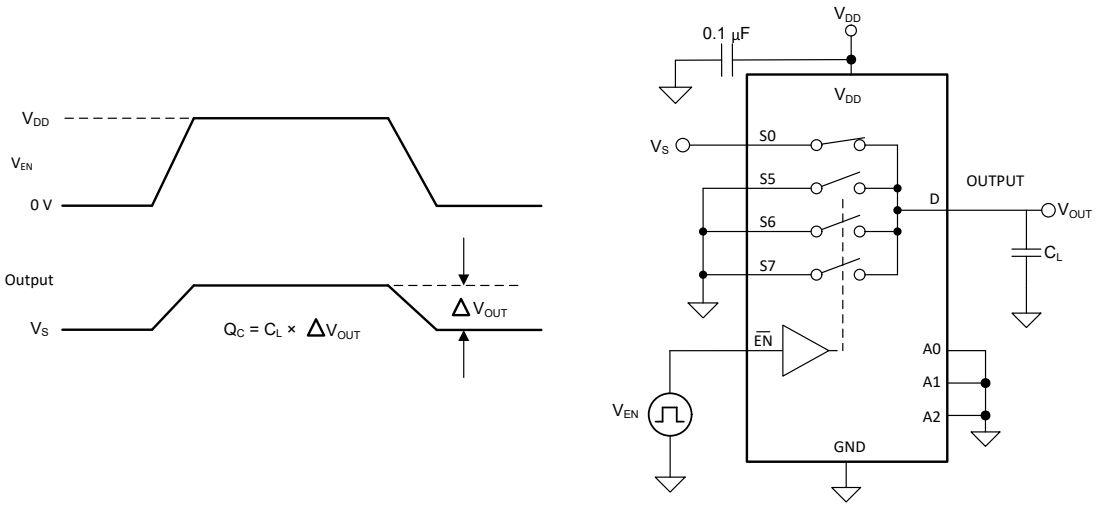

図 8-8. 電荷注入測定時の構成
NMOS トランジスタと PMOS トランジスタの間で容量の不一致がある場合、ゲート信号の立ち下がりエッジまたは立ち上がりエッジにおいて、ドレインまたはソースに電荷が注入されます。デバイスのソースまたはドレインに注入される電荷の量を電荷注入と呼び、Q_C という記号で表します。図 8-8 に、ソース (Sx) からドレイン (D) に向けた電荷注入の測定に使用する構成を示します。